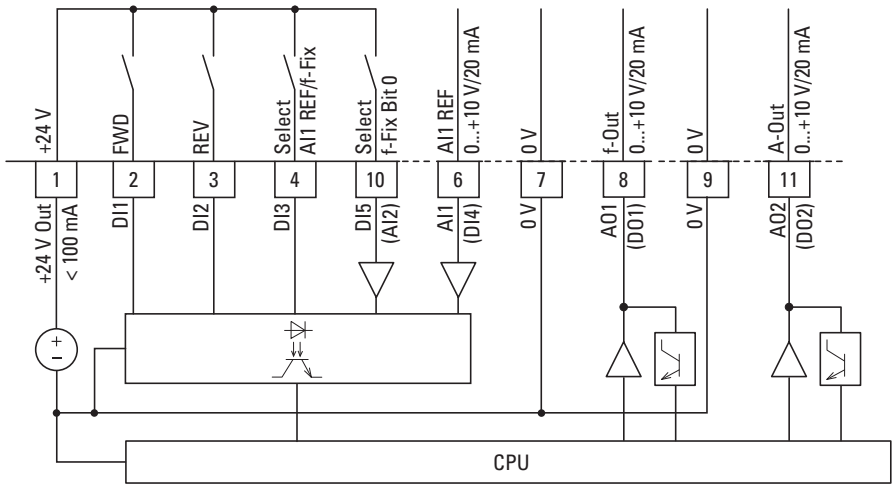

Figure 78:Control signal terminals (digital / analog)
Depending on how parameters P1-12 and P1-13 are set, control signal terminals 6 (AI1) and 10 (AI2) can be connected to analog signals (→ Figure 78):
Analog signals are available at control signal terminals 8 and 11 (→ Figure 78). These outputs can handle a maximum load of 20 mA. The output signals can be selected using parameters P2-11 (AO1) and P2-13 (AO2). Parameters P2-12 (AO1) and P2-14 (AO2) are used to configure the formats for the analog inputs:
Control signal terminals 8 and 11 (→ Figure 78) are configured as analog outputs (AO) by default. Parameters P2-11 and P2-13 can be used to configure them as digital outputs (DO) instead.